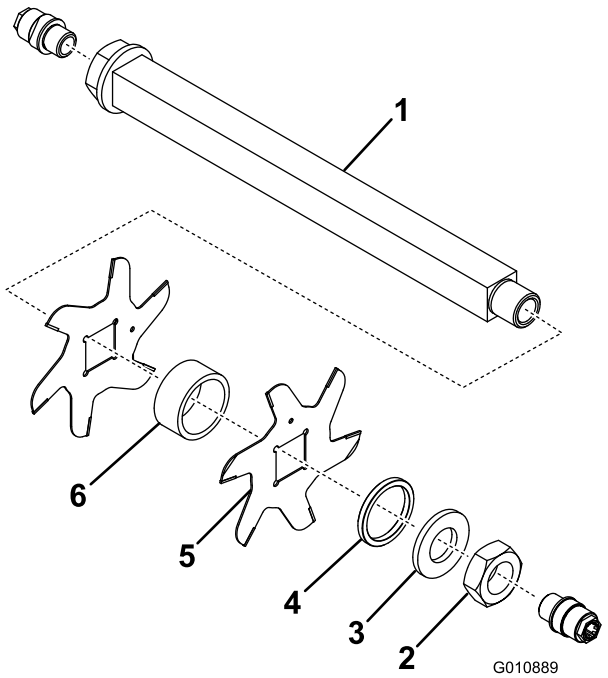

Figuur 11
3. Verwijder het kleine afstandsstuk, de ring, de messen en de grote afstandsstukken. Reinig en smeer de vierkante as met een dunne laag smeervet om de montage te vergemakkelijken (Figuur 11).